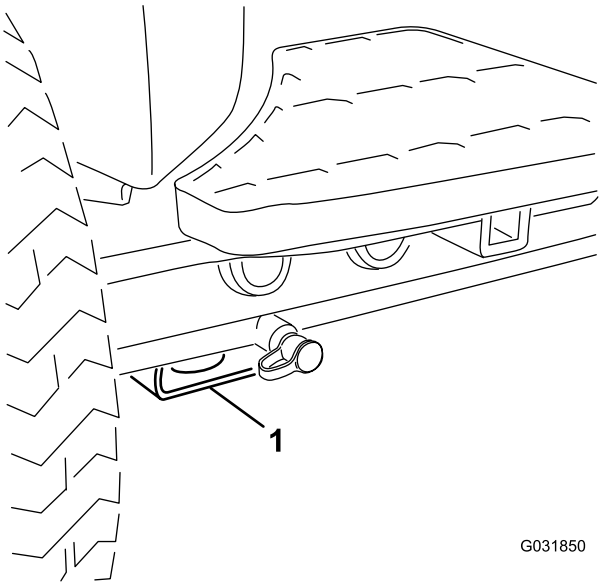

Figuur 42
- Voor – rechthoekig blok, onder de asbuis, aan de binnenzijde van beide voorwielen (Figuur 42).